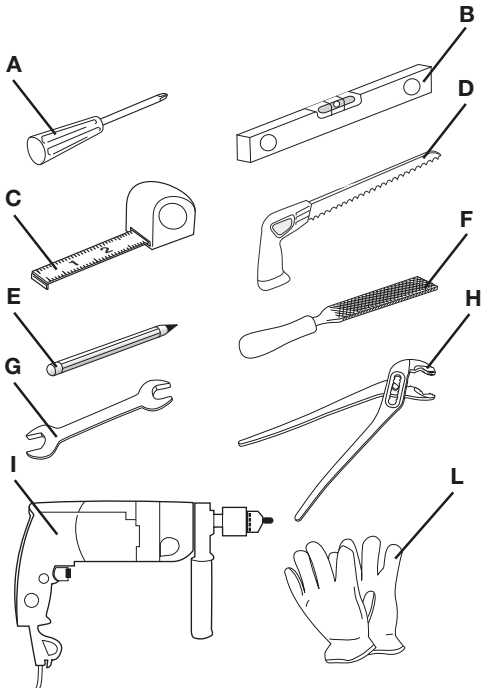

Fig. 3-01
- destornillador de cruz (ref. A fig. 3-01);
- nivel (ref. B fig. 3-01);
- metro (ref. C fig. 3-01);
- serrucho (ref. D fig. 3-01);
- lápiz (ref. E fig. 3-01);
- lima (ref. F fig. 3-01);
- llave ahorquillada de 13 mm (ref. G fig. 3-01);
- pinza (ref. H fig. 3-01);
- taladro (ref. I fig. 3-01);
- guantes de seguridad (ref. I fig. 3-01).